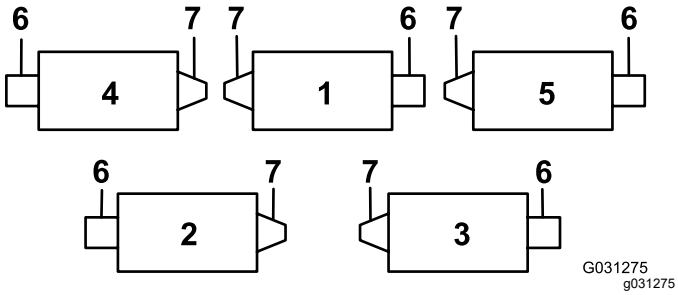
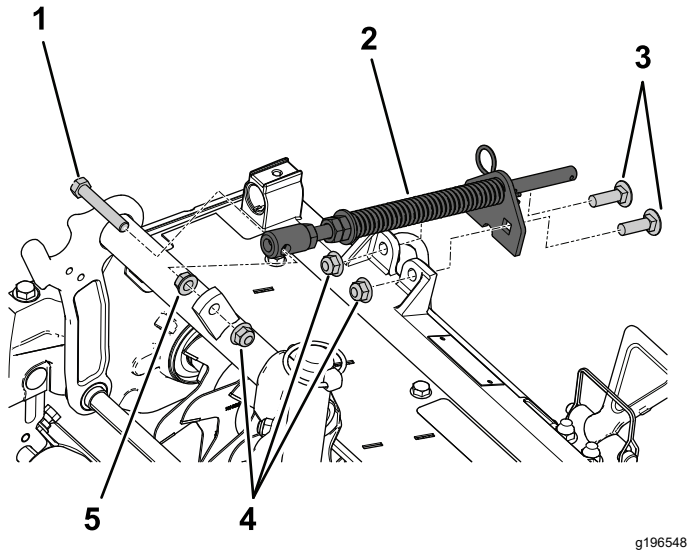

Figure 4
Figure 7
Le graisseur doit être monté sur le côté moteur de cylindre du verticutter. Reportez-vous au schéma ci-dessous pour déterminer la position du moteur de chaque cylindre (Figure 4).
3. Pour positionner les verticutters n° 2 et 4 (Figure 4), déplacez la masse d'extrémité de l'autre côté de l'unité de coupe.
Montez le ressort de compensation du même côté que le moteur de cylindre (Figure 4 et Figure 7).